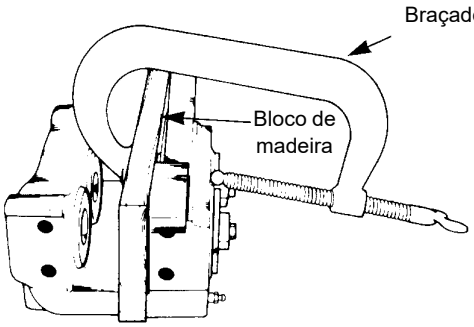

FIGURA 8-6
a. Use uma braçadeira em C para fixar um bloco de madeira de 0.5 pol. (12,7 mm) contra os três pistões no lado de montagem da carcaça. Verifique se a braçadeira C não está na área em frente ao furo do pistão (Figura 8-6).